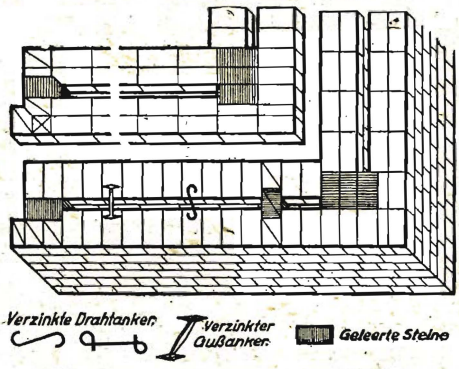
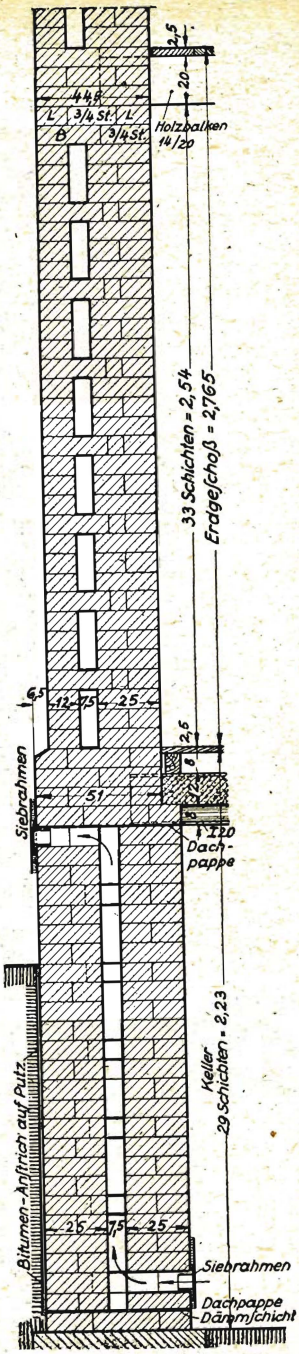
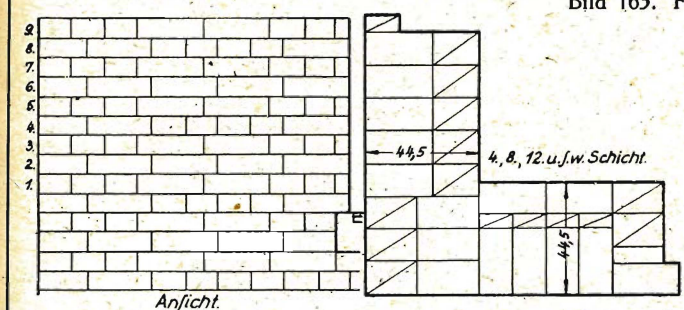

Bild 157. Hohlmauer mit zwei 1 Stein dicken Wänden.
Bild 156. Außenwand als Hohlmauer (oben abgedeckte Schichten).
Bild 162. Fall 2.
Bauart. Der Hohlraum wird entweder durch 2 bzw. 3 dünne Wände gebildet (Bild 156) oder durch Hohl- oder Lochsteine (Bild 162/164). Die Breite des Hohlraumes zwischen den Trennwänden soll in der Regel nicht größer als 7,5 cm sein.
steine miteinander verbunden (Bild 156). Da die porigen Steine Feuchtigkeit von der Außenwand zur inneren übertragen, taucht man die Köpfe der trockenen Bindersteine in heißen Teer. Statt dessen verwendet man unbeschädigte Klinker oder verzinkte Ankerstähle (Bild 157). Zur Durchlüftung werden in der Innenwand am Fußboden, in der Außenwand unter der Decke Öffnungen ausgespart, die mit Siebrahmen verschlossen werden (Bild 156).
Wenn das Mauerwerk die Höhe der Fensterstürze erreicht hat, wird die Luftschicht in der Regel 2 bis 3 Schichten unter der Balkenunterseite abgedeckt und die Wand voll gemauert (Bild 156). Ob es 2 oder 3 Schichten sein müssen, richtet sich nach dem unteren Mauerverband.
2. Fall: Die Außenwand ist $^1/_2$ Stein, die Innenwand 1 Stein dick, der Hohlraum 7,5 cm. Nach je 3 Schichten kommt ebenfalls eine Abdeckschicht. Mauerecken und Leibungen sind voll zu mauern. Die Mauerdicke beträgt 44,5 cm. Den Verband zeigt Bild 162; Innen- und Außenputz wie bei Fall 1.
Mit diesen werden 38 cm dicke Wände entweder wie Vollmauerwerk ausgeführt, die an sich eine sehr hohe Wärmedämmfähigkeit besitzen oder nach Fall a 2 (Bild 162) mit gelegten Steinen.